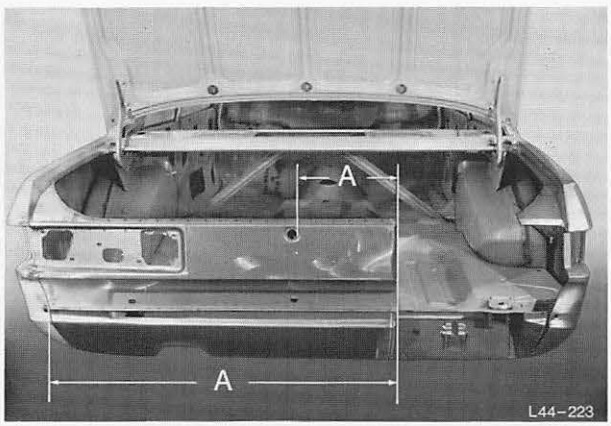

Abb. 238 Maß „A" für Neuteile ermitteln
7. Maß „A" am ausgetrennten Teil – Rückwandblech und Schürze ermitteln, Abb. 238.